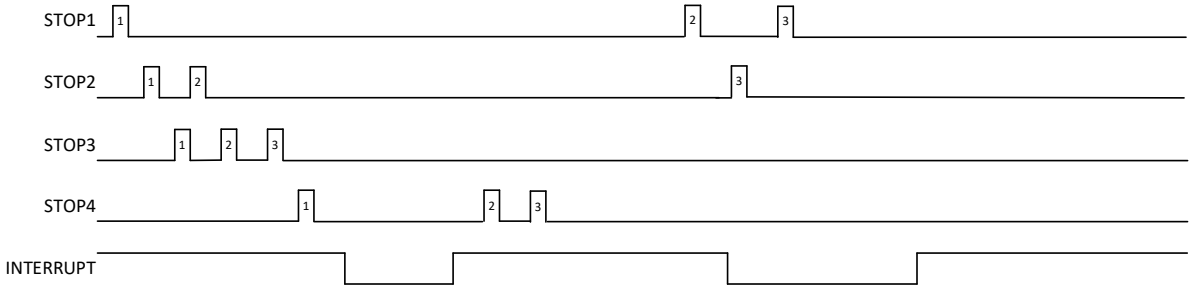

图 21. COMMON_FIFO_READ
- 在图 21 中，接收所有 STOP 信号，因为 FIFO 永远不会满